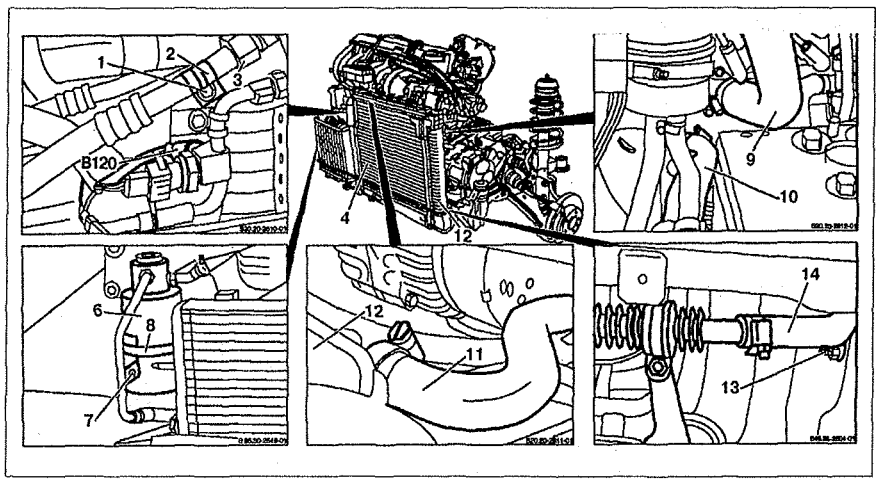

Рис. 3.4. Снятие двигателя с трансмиссией:
3. Отсоедините от датчика давления хладагента **B61** (см.рис.3.4).